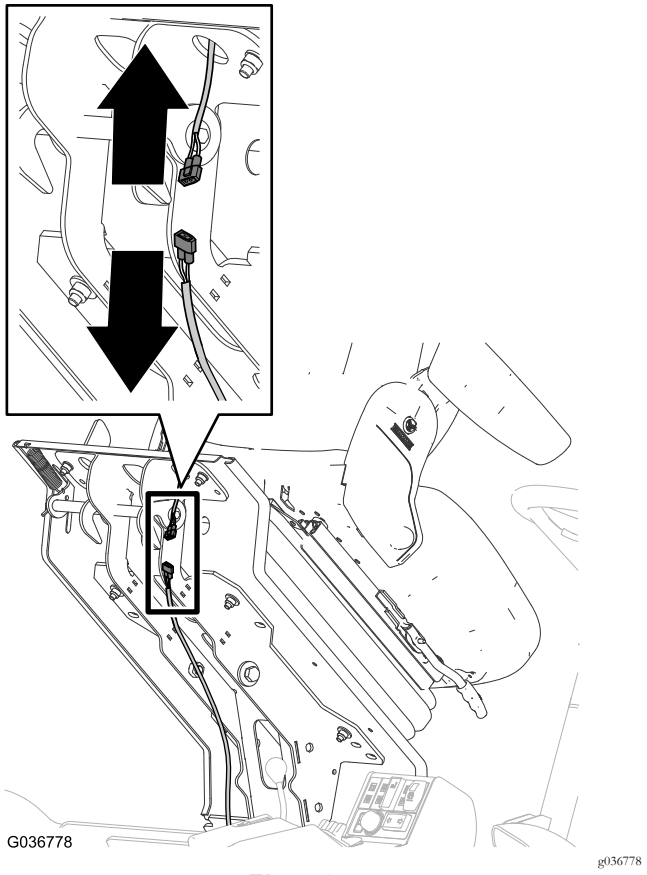

Figur 8
1. Kobl stikket til sædekontaktens ledningsnet fra stikket på maskinens ledningsnet (Figur 8).